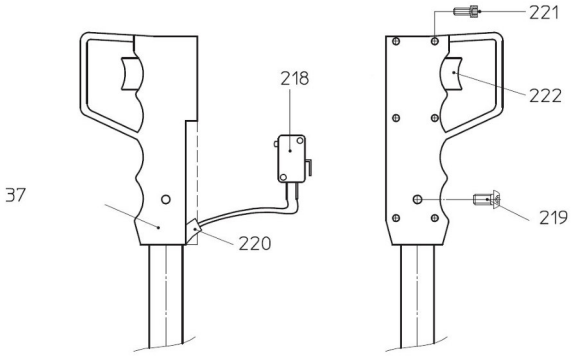

Abb. 12: Montage des Steuergriffs
Schritt 3: Den Knopf [222] und den Hebelarm [22] in den Griff einsetzen und den Griff mit den Schrauben [221 und 219] zusammenschrauben. Dabei ist darauf zu achten, dass das Kabel in die Aussparung des Hebelarms [22] eingeführt wird. Eventuell vorhandene Grate entfernen und scharfe Kanten abrunden [Abb. 12].